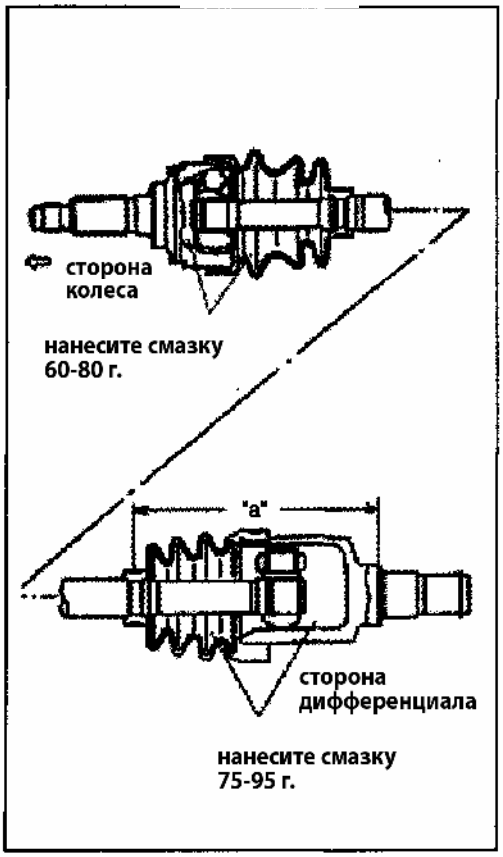

Рис. 483
10) При установке пыльника с хомутом, отрегулируйте размер "a" (Рис. 483).